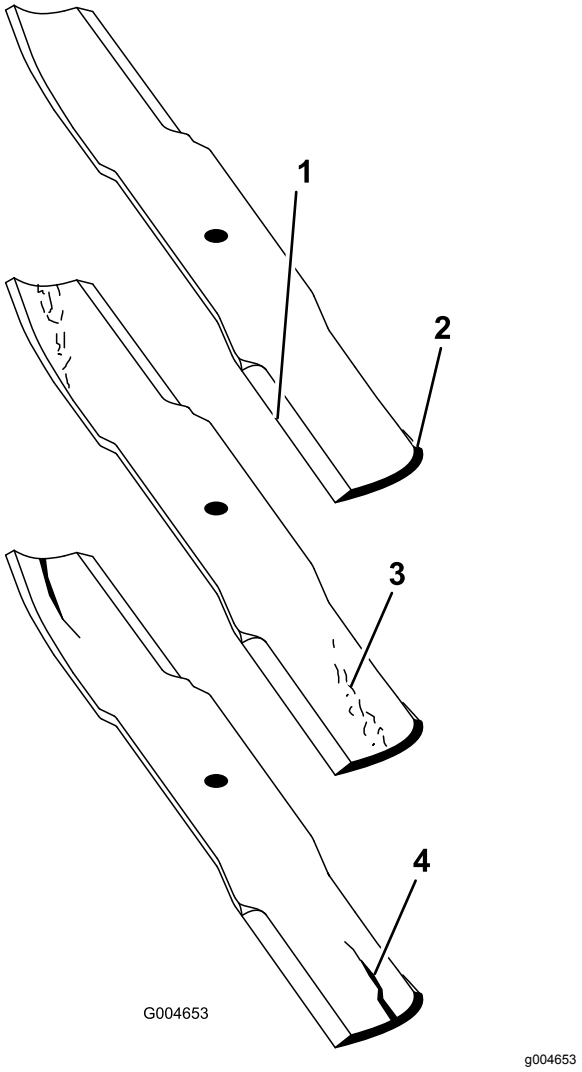

**Figur 110**
2. Undersøg omhyggeligt knivens skær, især der hvor den flade side og den buede side mødes (Figur 110). Da sand og slibematerialer kan bortslide det metal, der forbinder den flade og den buede side af kniven, skal kniven kontrolleres, før plæneklipperen anvendes. Hvis der opdages tegn på slitage (Figur 110), skal kniven udskiftes.